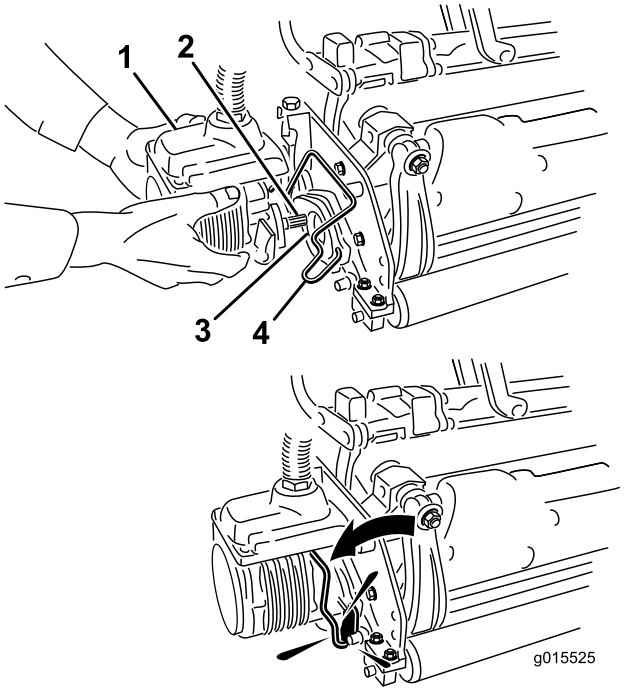

Figur 14
11. Kom rent smørefedt på notakslen på klippeenhedens motor (Figur 14).
12. Sæt motoren ind i klippeenhedens venstre side (set fra førersædet) og træk motorens holdestang på klippeenheden i motorens retning, indtil du hører et "klik" fra begge sider af motoren (Figur 14).